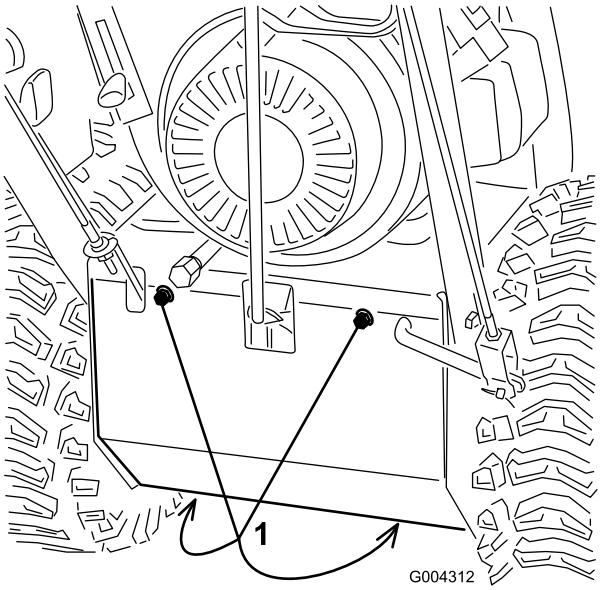

Bild 27
3. Entfernen Sie die vier Schrauben, mit denen die untere Abdeckung am Rahmen befestigt ist, und bauen Sie die Abdeckung aus (Bild 27).
3. Entfernen Sie die vier Schrauben, mit denen die untere Abdeckung befestigt ist, und bauen Sie die Abdeckung aus (Bild 27).
6. Entfernen Sie die vier Schrauben, mit denen die untere Abdeckung am Rahmen befestigt ist, und bauen Sie die Abdeckung aus (Bild 27).